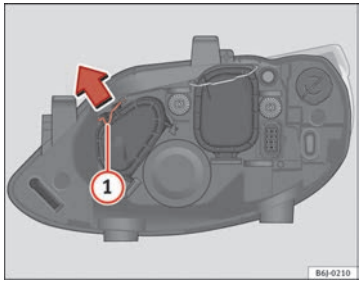

Fig. 153 Main beam headlights
– Move the loop (1) in the direction of the arrow and remove the cover ⇒ Fig. 153.